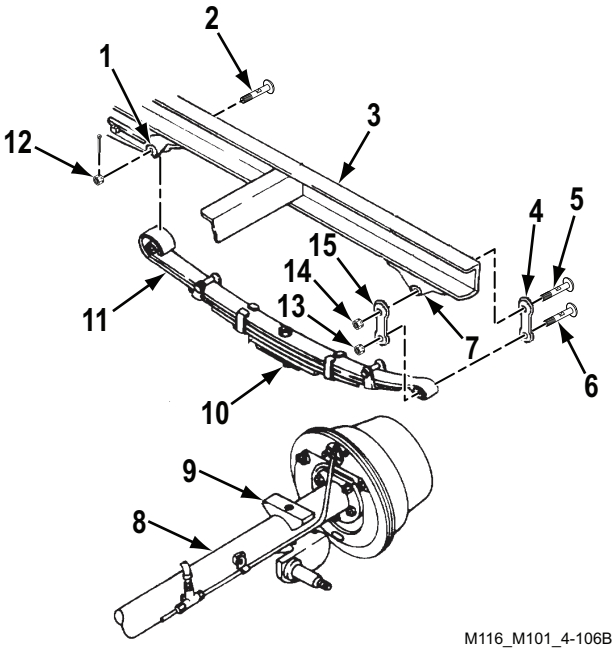

Figure 3. Spring Assembly Installation.
Loosely install two shackles (Figure 3, Items 4 and 15) on rear spring hanger (Figure 3, Item 7) with shackle pin (Figure 3, Item 5) and slotted nut (Figure 3, Item 14).
1. Position spring assembly (Figure 3, Item 11) above axle (Figure 3, Item 8).
2. At front spring hanger (Figure 3, Item 1), loosely install spring assembly (Figure 3, Item 11) on frame (Figure 3, Item 3) with shackle pin (Figure 3, Item 2) and slotted nut (Figure 3, Item 12).
3. At rear spring hanger (Figure 3, Item 7), loosely install spring assembly (Figure 3, Item 11) on two shackles (Figure 3, Items 4 and 15) with shackle pin (Figure 3, Item 6) and slotted nut (Figure 3, Item 13).
4. Use lifting device to raise axle (Figure 3, Item 8) until it contacts underside of spring assembly (Figure, 3, Item 11). Engage spring assembly center bolt head (Figure 3, Item 10) with hole in spring mounting pad (Figure 3, Item 9).